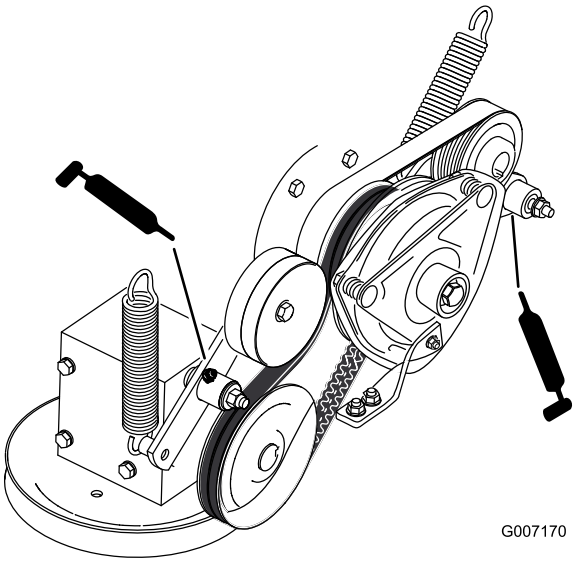

Figur 34
8. Smörj mellandrevsarmen på kraftuttagsdrivremmen (Figur 34).
9. Smörj pumpremmens mellandrevsarm (Figur 34).